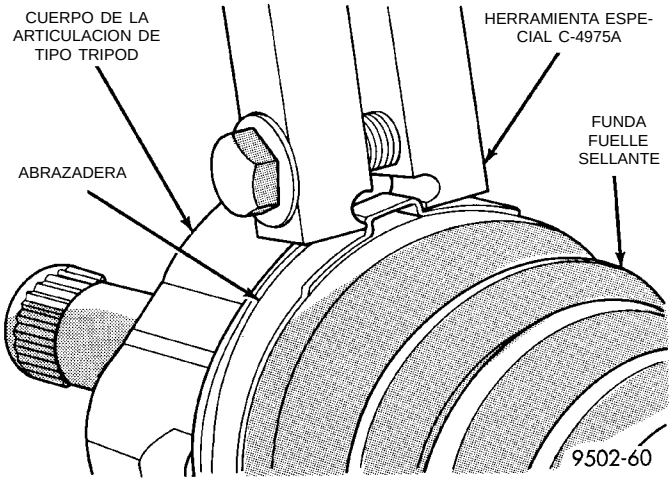
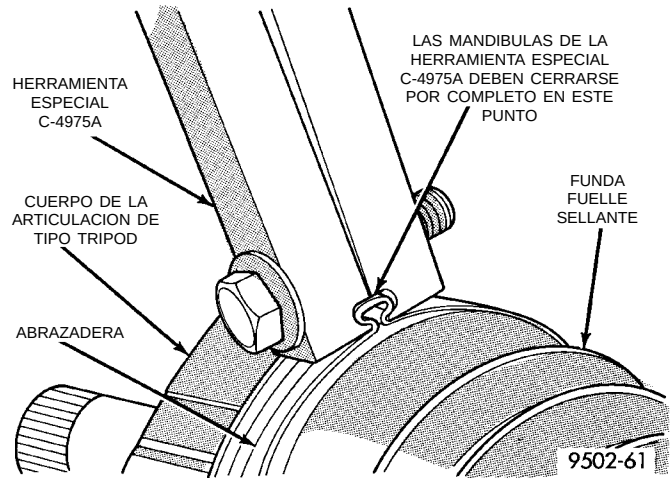

Fig. 40 Herramienta plegadora instalada en la abrazadera de la funda fuelle sellante
Fig. 41 Abrazadera de retención de la funda fuelle sellante instalada
(11) Inmovilice con la abrazadera la funda fuelle en la articulación de tipo Tripod, mediante el procedimiento requerido para el tipo de aplicación de la abrazadera de funda fuelle. Si la funda fuelle sellante utiliza una abrazadera con plegado, inmovilice la funda fuelle en el cuerpo de articulación tipo Tripod con la Herramienta especial plegadora C-4975-A. Coloque la Herramienta plegadora C-4975-A sobre el puente de la abrazadera (Fig. 40). Apriete la tuerca de la Herramienta plegadora C-4975-A hasta que las mandíbulas de la herramienta se cierren por completo y queden unidas cara a cara (Fig. 41).
(12) Si la funda fuelle sellante utiliza una abrazadera de traba de perfil bajo, inmovilice la funda fuelle sellante en el cuerpo de articulación de tipo Tripod mediante la Herramienta de cierre Snap-On®